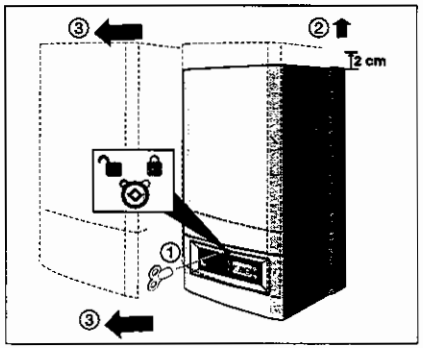

afb. 16 Mantel verwijderen
- Draai de borgschroef door middel van de radiatorsleutel los en verwijder de mantel (afb. 16).